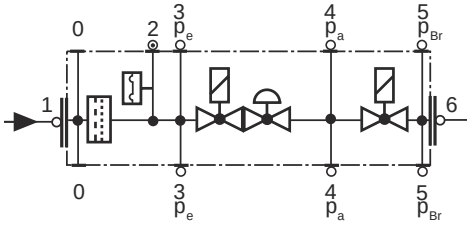

Fig. 39
- Cambiar el filtro cuando Δp entre las tomas de presión 1 y 3 sea > 10 mbar (Fig. 39).
- Cambiar el filtro cuando Δp entre las tomas de presión 1 y 3 (Fig. 39) sea dos veces mayor que el valor registrado durante el último control.